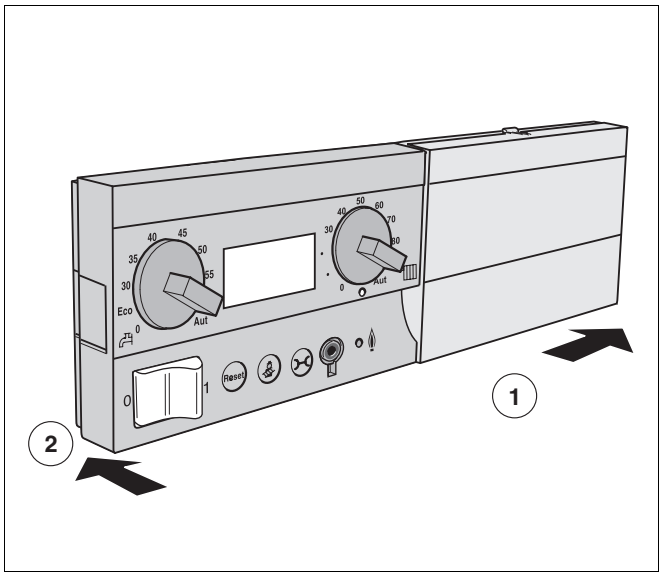

Abb. 8 Basiscontroller montieren
- Basiscontroller vorne rechts in die Lasche des Regelgerätes schieben (Abb. 8, **Schritt 1**).
- Basiscontroller links an das Regelgerät drücken, bis der Basiscontroller einrastet (Abb. 8, **Schritt 2**).